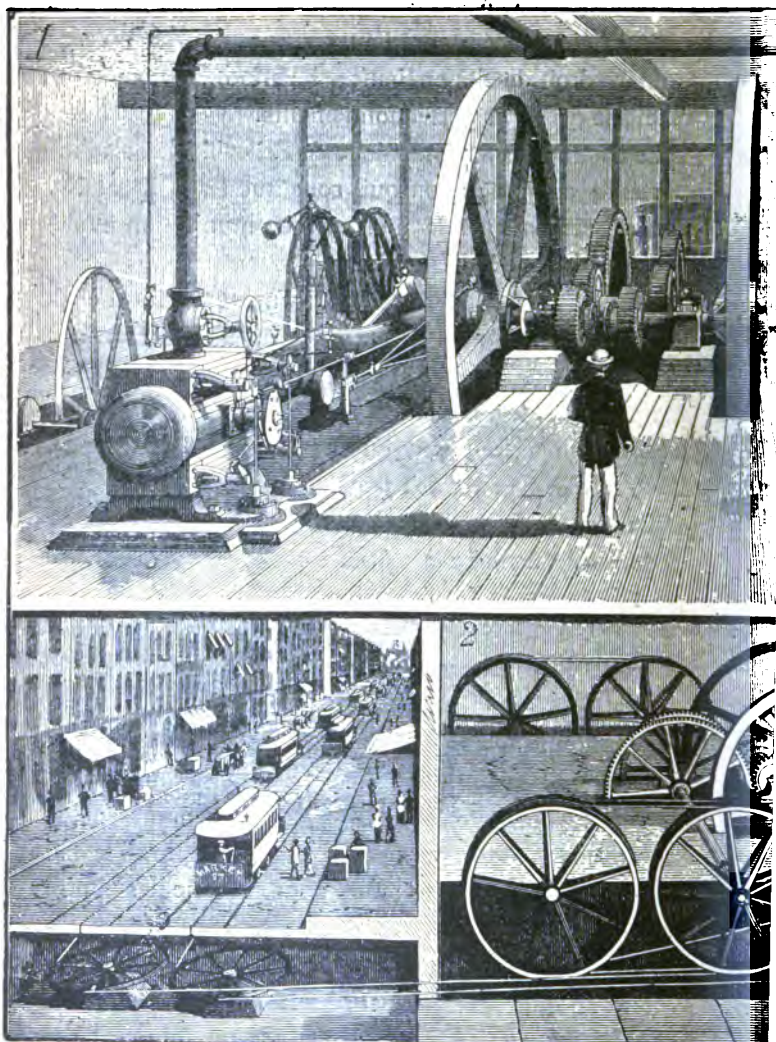

Fig. 88. — Machines motrices des tram
La figure 88 représente la disposition des machines motrices des tramways funiculaires. On voit (2 et 3) que le câble quitte la rue sur une poulie qui le dévie de 90 degrés, et passe ensuite sur deux poulies motrices sur chacune desquelles il fait trois quarts de tours ; de là il passe sur une poulie de tension et retourne à la rue où une dernière poulie le dévie de 90° suivant la voie descendante. Le volant de la machine motrice doit être extrêmement puissant pour imprimer un mouvement régulier au câble dont la longueur dépasse parfois 7 kilomètres et demi de longueur. (4) reproduit le mode d'embrayage des machines motrices.